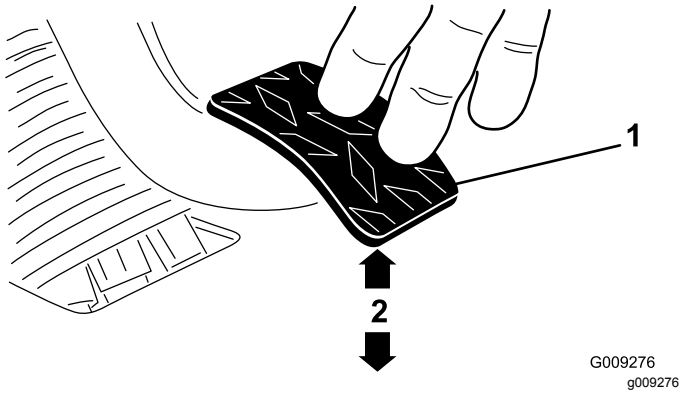

図 64
3. ジャムナットまたはボールジョイントを調整する 1.8 kgの力でクラッチペダルを踏んだ時にペダルの裏面の下端が床のダイヤモンド柄の頂部から 9.2-9.8 cm になるようにする図 64。